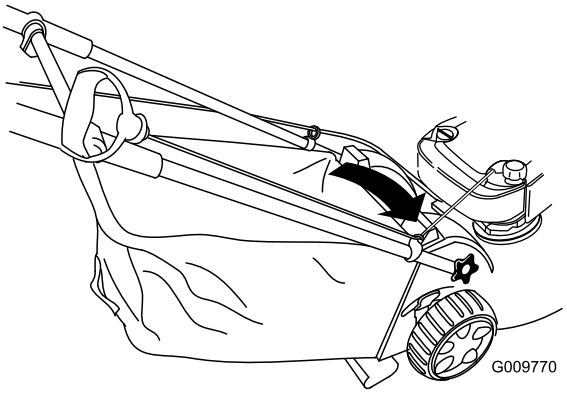

Figur 28
1. För in startsnöret längs den nedre styrningen (Figur 28).